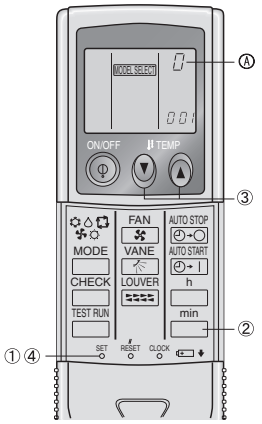

Fig. 6-9
3) Assigning a IR wireless remote controller to each unit (Fig. 6-9)
4) IR wireless remote controller pair number setting operation (Fig. 6-9)
① Press the SET button with something sharp at the end.